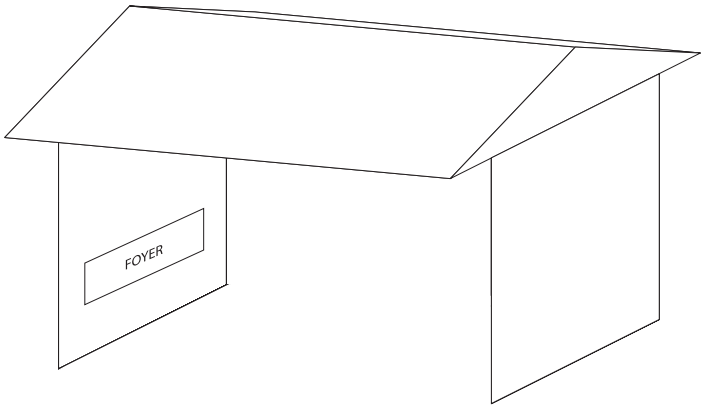

Figure 6
- Avec un boîtier partiel qui comprend un couvert aérien, mais pas plus de deux parois latérales. Ces parois latérales peuvent être parallèles, comme dans un passage couvert ou à angles droits sur chaque côté. **Voir figure 6.**